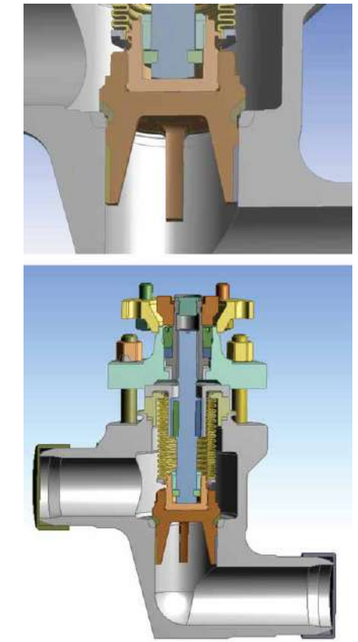

Рис. 3. Клапан сильфонный запорный
- вентиль (запорный клапан) – тело запирания и регулировки посажено на шпиндель, перемещается параллельно потоку возвратно-поступательно, перекрывая сечение в горизонтальной плоскости. Работает с газообразной и жидкой средой (рис. 3).